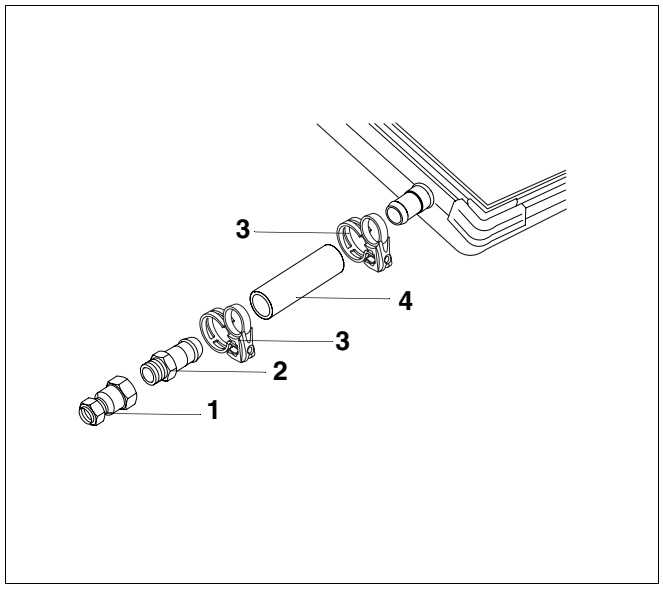

*Afb. 6 Monteer de rechte klemringschroefkoppeling Rp¾*
- Schroef de flexibele slang (afb. 6, **Pos. 2**) aan de rechte klemringschroefkoppeling Rp¾ (afb. 6, **Pos. 1**).